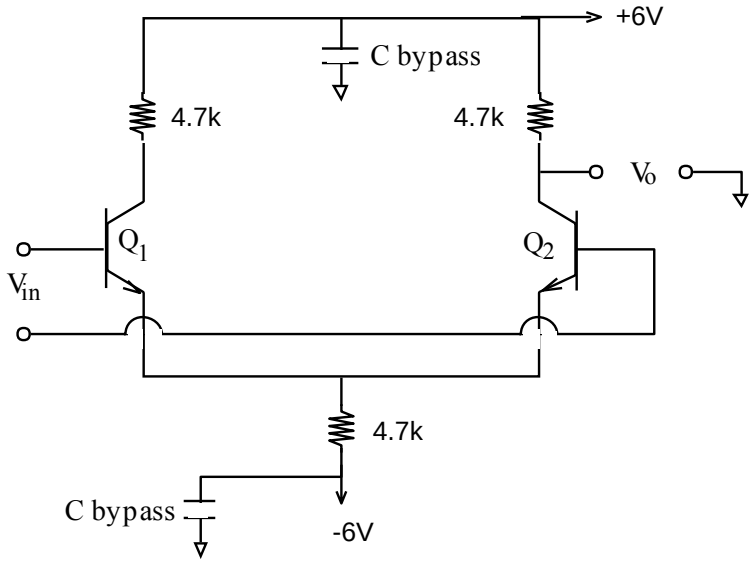

Figure 1
- Using transistors 1 and 2 in the array, construct the circuit in Figure 1. Be sure to connect pin 5 to -6 volts. It is also a good idea to bypass both your power supplies with 100µF capacitors. This will help reduce any power supply noise.